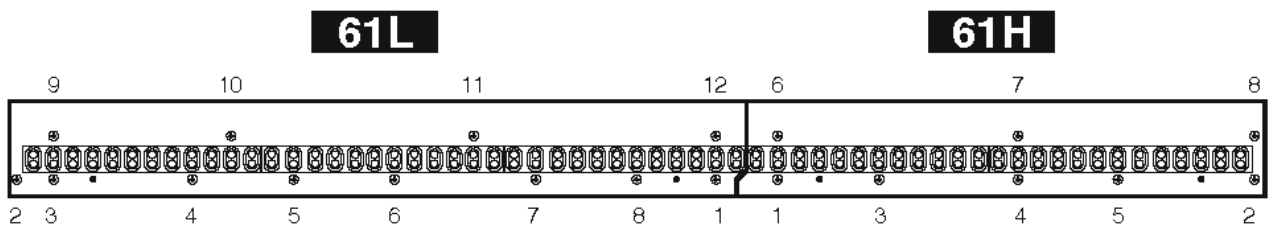

Fig.11（図 11）
* ***When installing the 61L circuit board (MK-L), tighten the screws 1 through 12 in numerical order as shown in the figure "61L" in Fig.11. (Fig.11)***
* ***When installing the 61H circuit board (MK-H), tighten the screws 1 through 8 in numerical order as shown in the figure "61H" in Fig.11. (Fig.11)***
※ シート 61L（MK-L）を取り付ける時は、図 11 のシート 61L 図の番号 1 ～ 12 の順にネジを締めて下さい。(図 11)
※ シート 61H（MK-H）を取り付ける時は、図 11 のシート 61H 図の番号 1 ～ 8 の順にネジを締めて下さい。(図 11)